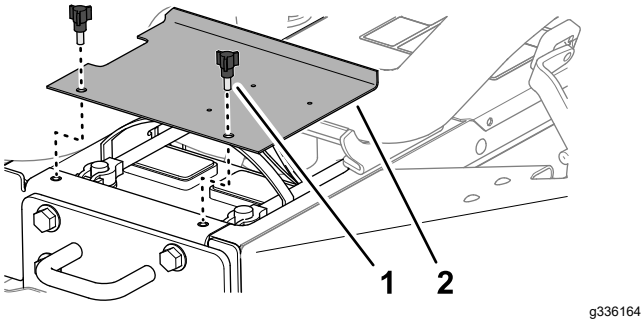

Rysunek 53
1. Zwolnij zatrzaski z lewej i prawej strony maski (Rysunek 53).